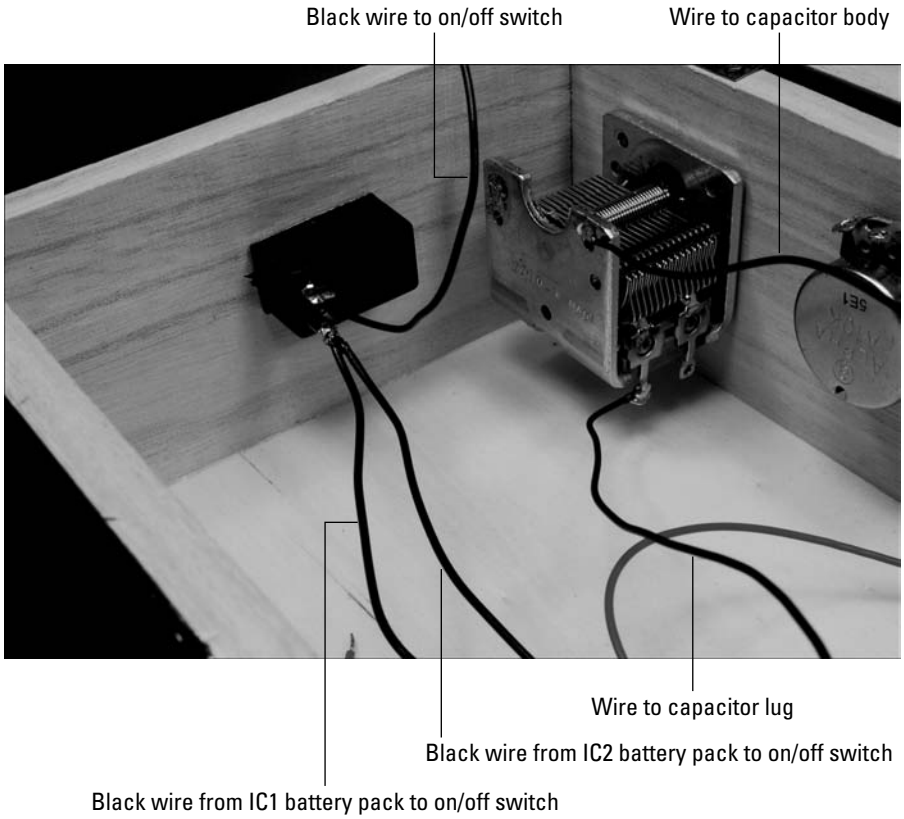

Figure 8-11: Wires soldered to the on/off switch and variable capacitor.
11. **Solder the black wire from each of the battery packs to one lug of the on/off switch and solder an 8" black wire to the remaining lug of the on/off switch, as shown in Figure 8-11.**
12. **Solder one 8" wire to a variable capacitor lug and solder one 8" wire to the metal body of the variable capacitor, as shown Figure 8-11.**